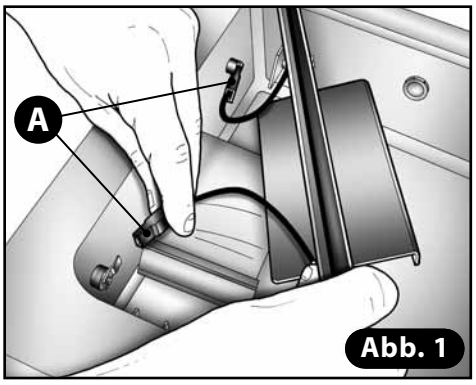

Abb. 1
2) Lösen Sie die beiden Kabel der Schweißleiste **(A - Abb. 1)**.
1) Entnehmen Sie die Schweißleiste **(A)** durch Lösen der zwei Anschlusskabel **(B) (Abb. 1)**.